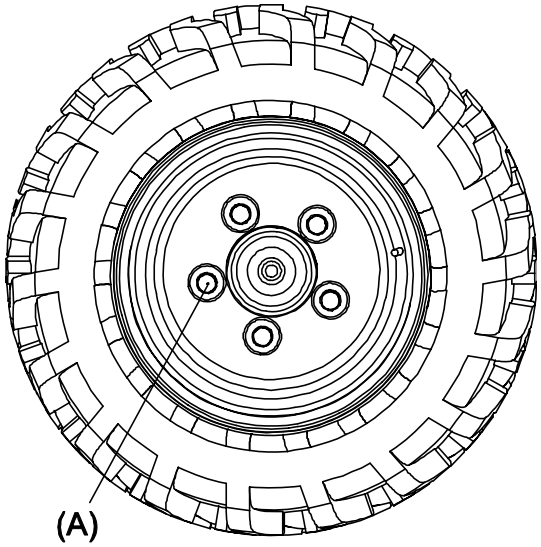

Fig. 2
2. Loosen the five (5) 7/16-20 UNF bolts **(Fig. 2, (A))** per front wheel if removing wheel.